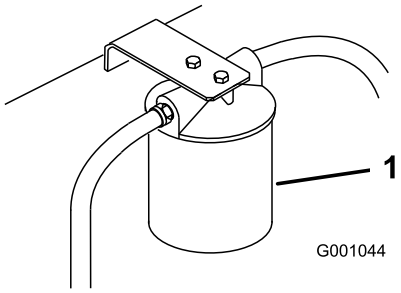

Figur 79
3. Stil et aftapningskar under filteret, fjern det gamle filter, og tør filteradapterpakningens overflade ren (Figur 79).